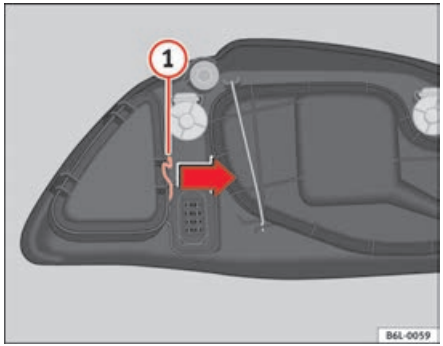

Fig. 157 Indicator lights
– Remove the loops (1) ⇒ fig. 157 in the direction of the arrow and remove the cover.